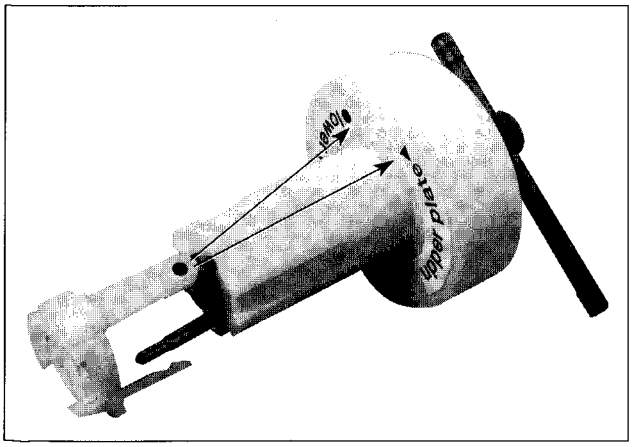

Abb. M3
- Referenzelement des Abziehwerkzeugs auf das Symbol ∇ ausrichten (Abb. M3) und oberes Klemmelement der Kopfscheibe entfernen (kurze Stifte).
- Zum Entfernen des unteren Klemmelements der Kopfscheibe (lange Stifte; siehe Abb. M3) das Referenzelement des Abziehwerkzeugs auf das Symbol O ausrichten. Hebel des Abziehwerkzeugs in Position "CLOSE"-bringen. Abziehwerkzeug durch die 3 Bohrungen auf das untere Klemmelement der Kopfscheibe aufsetzen, wobei die 3 Stifte gut in das Klemmelement eingreifen müssen. Klemmelement durch Drehen des Hebels um 90° lösen und die Kopfscheibe abziehen.